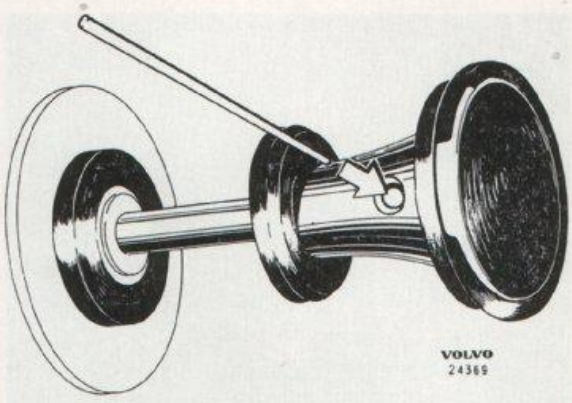

Bild 10-71. Dragknappen lossas
2. Dragknappen lossas genom att låspinnen tryckes in med ett lämpligt föremål varefter knappen kan dragas ut. Bild 10-71.